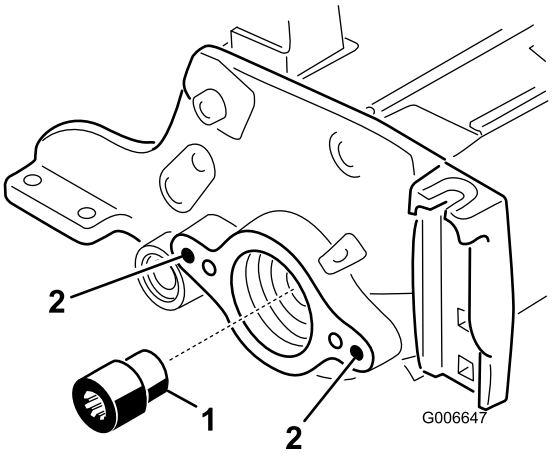

Figure 7
12. Using the Reel Drive Shaft Tool, remove the splined insert from the reel motor end of the reel shaft (Figure 7). Use Reel drive shaft tool, Part No. TOR4074. Clean all the grease out of the threaded hole where the splined insert was.
13. Install the new (longer) splined insert to the reel shaft (Figure 7). Apply blue Loctite to the threads of the insert prior to installation. Torque to 85-95 ft-lb (115–129 N-m).
15. Using a 3/8-16 tap, remove the paint in the outer mounting holes in both the left and right side plates (Figure 7).